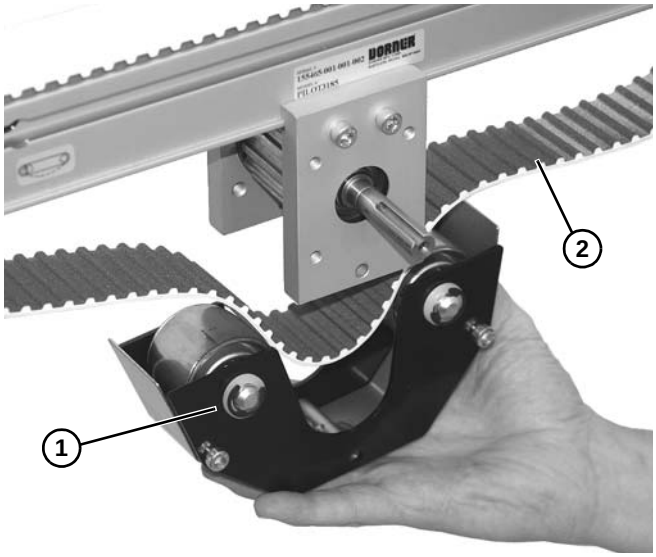

Figure 90
9. Monter l'ensemble d'entraînement **(Figure 90, élément 1)** sur la bande **(Figure 90, élément 2)**.